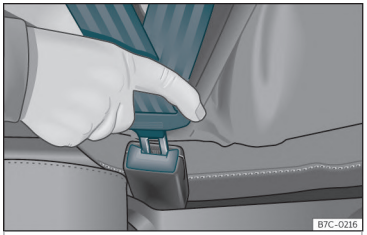

Fig. 9 Introduceți limba centurii de siguranță în catarama acesteia.
- Cuplați limba centurii în catarama scaunului corespunzător››› **fig. 9** .